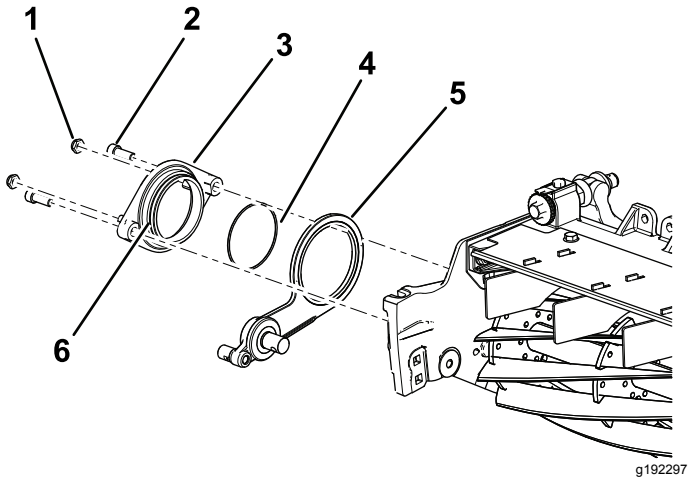

Figure 9
3. Appliquez du produit antigrippant sur le diamètre extérieur du moyeu de pivot (Figure 9).
4. Fixez le moyeu de pivot par dessus l'ensemble de tension sur le cylindre à l'aide de de 2 boulons à tête creuse hexagonale (⅜" x ¾") (Figure 9).
5. Serrez légèrement les 2 contre-écrous sur le moyeu de pivot (Figure 9).